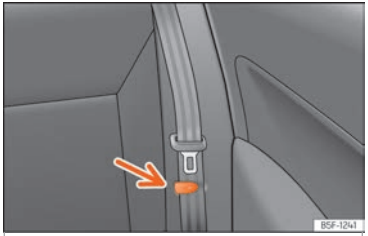

Abb. 117 Rücksitz: Bügel zum Halten des Sicherheitsgurtes.
- Befestigen Sie die seitlichen Sicherheitsgurte am Halter der Verkleidung ››› Abb. 117.